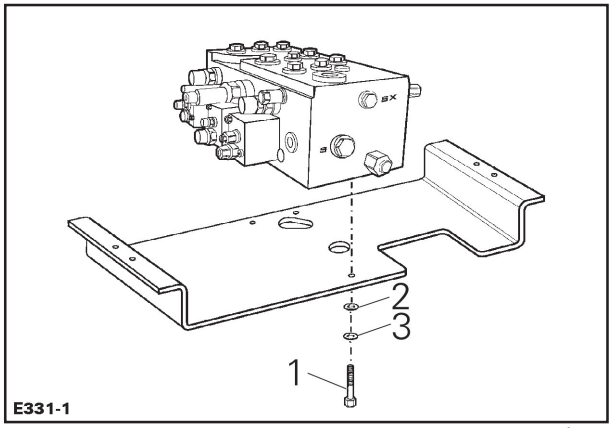

Fig. 7
B. Instale os parafusos (1 - fig.7) e arruelas (2 e 3 fig.7) que fixam a válvula de controle da carregadeira à placa de fixação. Aperte os parafusos.